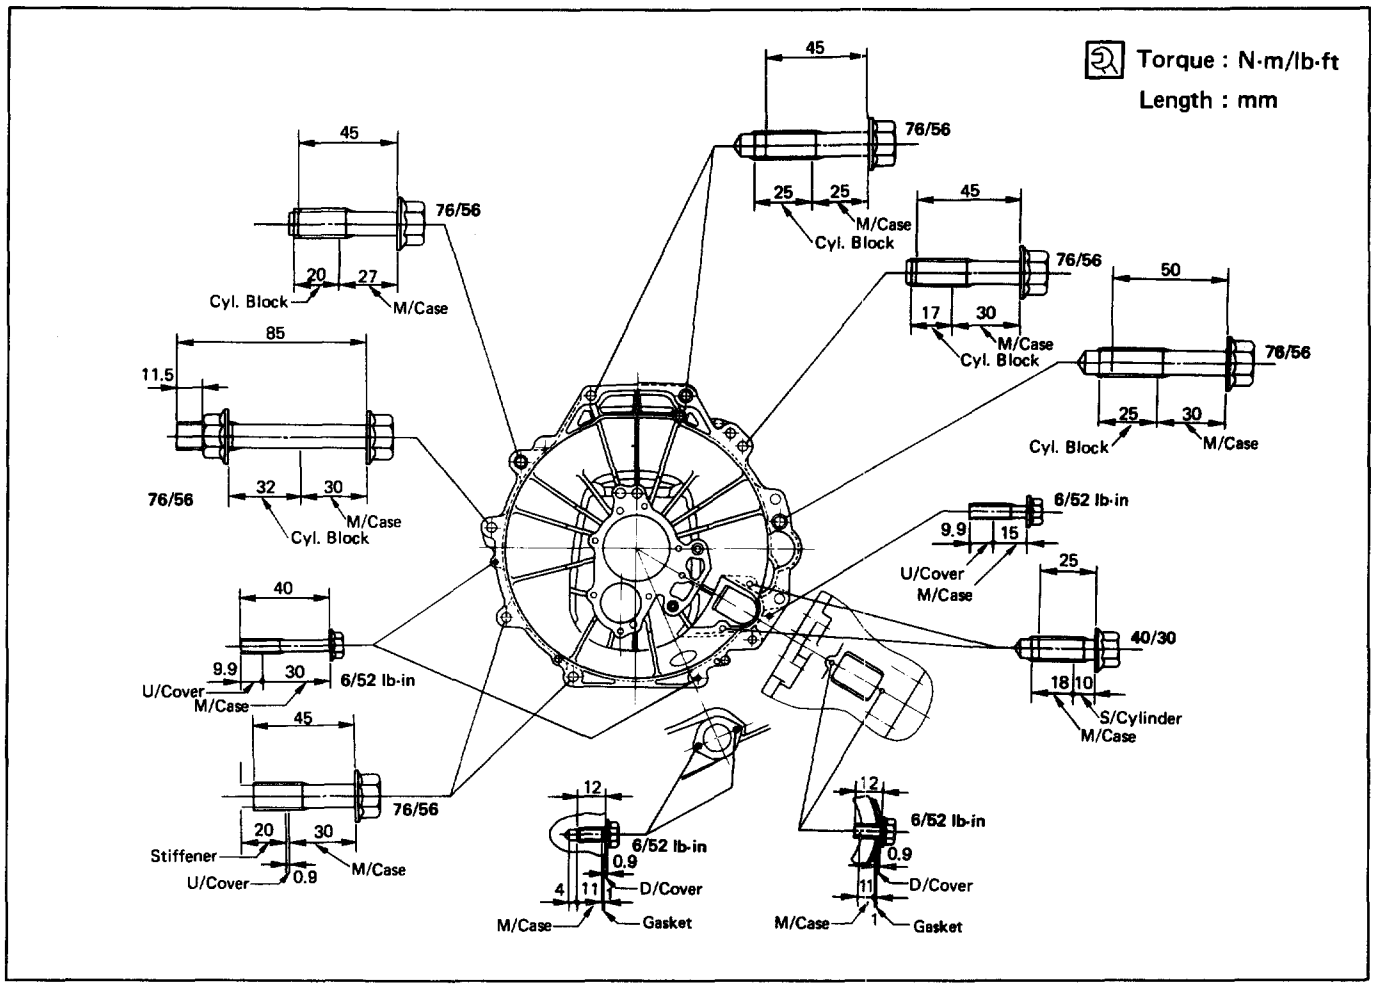

Fig. 7B-14
- Apply a force of 59-78N (13.2 - 17.6lb) to the tip of the shift fork in the direction of the transmission to engage the clutch pressure plate and release bearing (Fig. 7B-15).